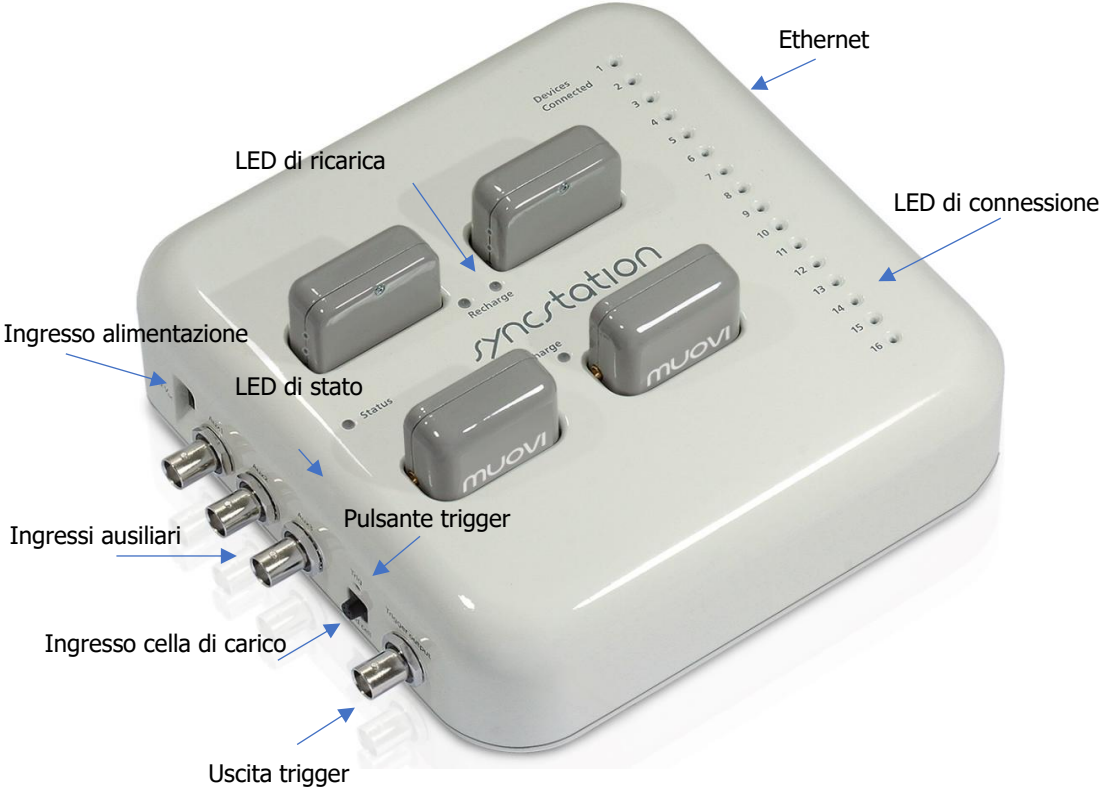

FIG. 7.2: *SyncStation: controlli, connettori e indicatori.*
Il sistema MuoviPro è dotato di una base di ricarica e sincronizzazione chiamata SyncStation, riportata in Figura 7.2, questa è in grado di ricaricare fino a 4 sonde Muovi simultaneamente. A fianco dell'alloggiamento dedicato ad ogni sonda Muovi, sulla SyncStation, vi è un LED (vedi Fig. 7.2) che indica lo stato di ricarica della rispettiva sonda. La base SyncStation, oltre a costituire la piattaforma di ricarica delle singole sonde, svolge le seguenti funzioni:
- Generazione segnale di trigger, mediante pressione del pulsante dedicato (vedi Fig. 7.2)
- Uscita trigger tramite BNC-OUT (vedi Fig. 7.2)
Sulla SyncStation sono presenti (con riferimento alla Fig. 7.2): 6 connettori posizionati sul lato sinistro, 1 connettore posizionato sul lato destro e 4 connettori posizionati sul lato superiore: